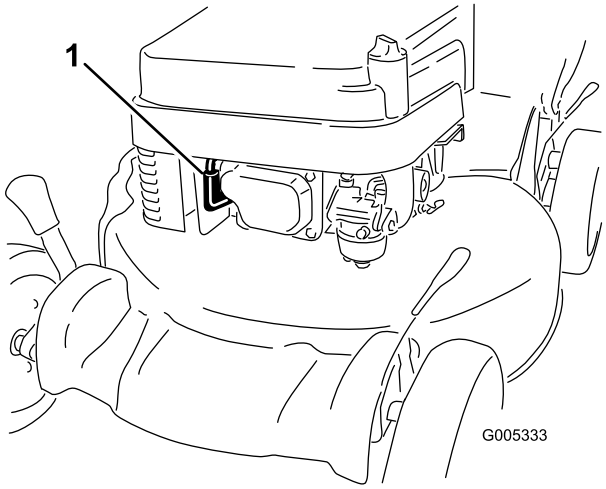

Figura 10
1. Collegate il cappellotto alla candela (Figura 10).